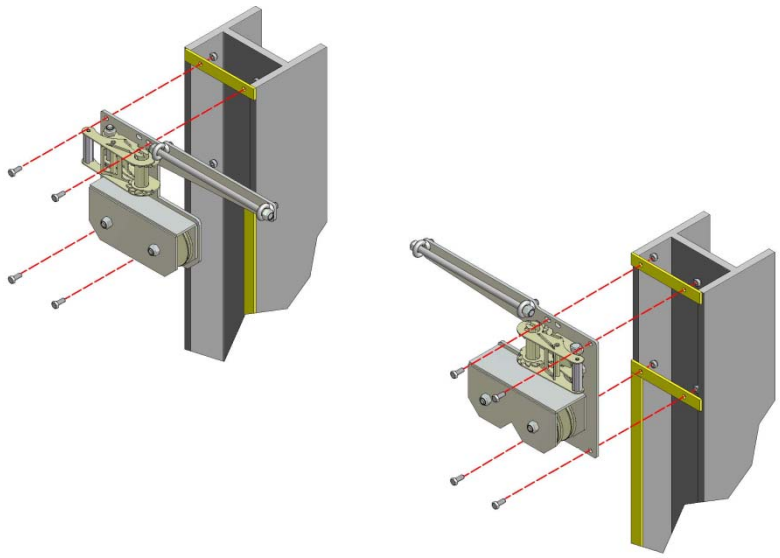

Abbildung 26
9.2 Ersetzt Abschnitt 2.1: Kopfplatteneinheit: Befestigen Sie die Kopfplatten (G1 und G3) mit den acht mitgelieferten M8 x 30 Schrauben an den vormontierten Halterungen an der Oberseite der Schienenbahn (Abbildung 26). Beachten Sie, dass die Kopfplatte G3 an der Seilrollenhalterung 'W'-förmig ist.